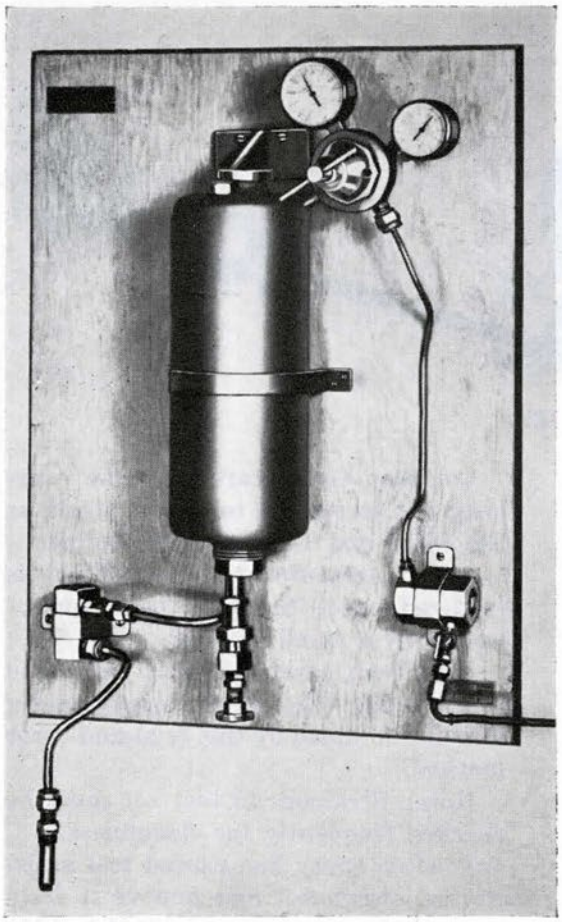

Figure 186
8. Test sprays as follows (Fig. 186):